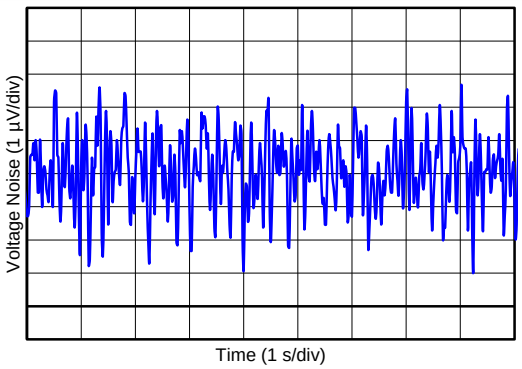

图 6. 0.1Hz 至 10Hz 输入电压噪声
0.1Hz 至 10Hz 输入电压噪声 (5.5V)	图 6